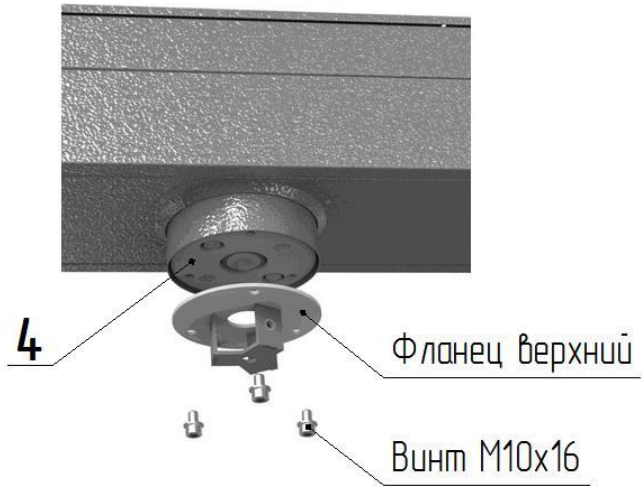
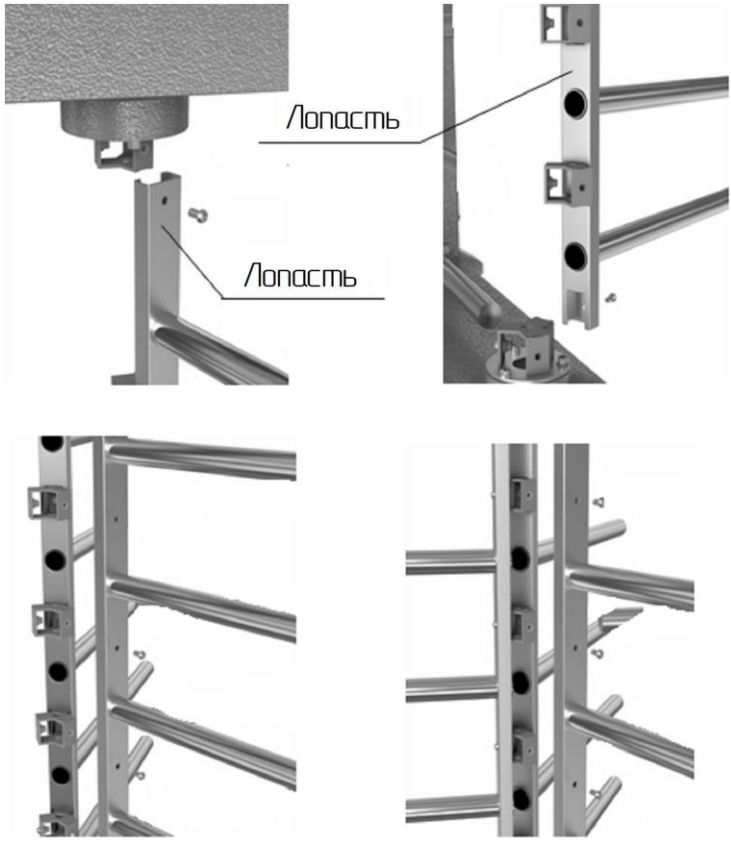

Рис. 4
Рис.5
2. Сборка центральной стойки (рис. 4, 5):
– установите на диск муфты привода **4** (рис.4) верхний фланец центральной стойки и закрепите винтами М10х16, нижний фланец прикрепите к фланцу вала напольной плиты **7** винтами М8х16, в первую очередь установите на посадочные плоскости фланцев лопасть с внутренними кронштейнами (рис.5), расположение "верх" указано маркировкой и закрепите винтами М8 (не затягивая их);